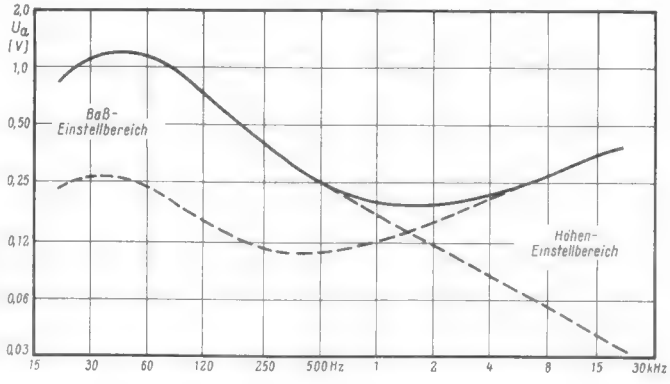

Bild 4. Einstellbereiche der Klangregler, gemessen an einem 10-Ω-Ausgangswiderstand; Eingangsspannung 10 mV konstant, Lautstärke voll aufgedreht
Zwischen den beiden aufeinanderfolgenden Röhrensystemen liegen die Klangeinstellglieder für Tiefen (T) und Höhen (H). Die Einstellbereiche bei voll aufgedrehter Lautstärke zeigt *Bild 4*. Man kann daraus entnehmen, daß bei den Bässen und Höhen die Ausgangsspannungen sich im Verhältnis von etwa 1 : 5 bis 1 : 6 verändern lassen, das entspricht Anhebungen von rund 15 dB.
Will man das Gerät nicht als Wechsler, sondern nur als Plattenspieler verwenden, so wird anstelle der Wechslerachse ein kurzer Plattenstift in die Mitte des Tellers eingesetzt. Man kann dann automatisch starten, stoppen und wiederholen, wie bisher beschrieben. Außerdem ist es möglich, den Tonarm einfach von Hand auf die stehende Platte aufzusetzen. Gestartet wird dann durch die Betätigung der Taste *Manual*, die in *Bild 4* rechts zu sehen ist. Nach Schluß des Spieles wird der Tonarm automatisch wieder in die Endstellung zurückgeschwenkt. Ebenso kann man, während man diese Taste betätigt, den Tonarm an beliebiger Stelle auf die laufende Schallplatte aufsetzen.
Rechts: Bild 4. Tonarm und Bedienungsteil; 1 = Tonarm-Arretierung für den Transport, 2 = Waage für Auflagegewicht (der Tonarm ist im Bild auf die Waage aufgelegt), 3 = Schraube zum Lösen des Tonabnehmersystemes, 4 = Taste Manual für den Betrieb als einfacher Plattenspieler, 5 = Skala und Zeiger der Waage
Die Auflagekraft des Tonarmes kann durch eine Stellschraube verändert werden. Zur Kontrolle des Auflagedruckes ist eine raffinierte kleine Wiegevorrichtung am Bedienungsteil Bild 4 angebracht. Links am Auflagebock befindet sich ein kleines Hebelchen 2. Legt man den Tonarm darauf, dann schlägt an der Skala in der Grundplatte ein Zeiger auf das jeweilige Auflagegewicht aus. Man erkennt die Skala 5 dieser Waage mit dem hellen Zeiger dicht oberhalb der Taste *Start* in Bild 4. Für das vorgesehene Dual-System DMS 900 soll die Auflagekraft 4...5 p betragen. Für Tonabnehmersysteme anderer Fabrikate ist die notwendige Auflagekraft in der jeweiligen Systembeschreibung angegeben. Die minimal einstellbare Auflagekraft beträgt 2 p.
Schließlich sind als Bedienungselemente noch der Knopf für die umschaltbare Drehzahl (16, 33, 45, 78) und ein Schalter für Mono und Stereo zu erwähnen. Schaltet man ihn auf Mono, dann werden die beiden Systeme des Tonabnehmers parallel geschaltet. Das Tonabnehmersystem läßt sich leicht auswechseln, und es können auch andere Fabrikate mit US-amerikanischen Abmessungen in den Tonarm eingesetzt werden. Im Gegensatz zur Bedienungsanweisung erfolgt übrigens das Lösen und Festziehen des Systemes nicht mehr mit einem Hebel, sondern mit einer Schlitzschraube (Teil 3 in Bild 4), so daß nicht versehentlich durch Spielen an diesem Hebel das System locker wird und herausfällt.
Schließlich ist als weiterer Komfort noch der aus Plexigum bestehende Arretierhebel 1 zu vermerken, der den Tonarm während des Nichtspielens und beim Transport sicher festhält (Bild 4).